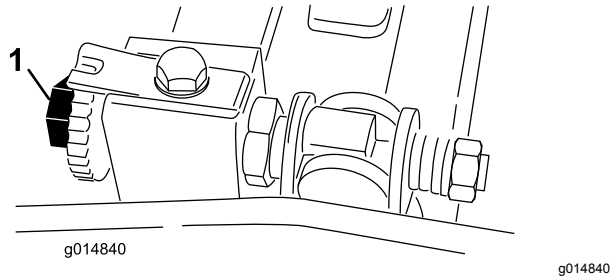

Figur 52
3. Rotera cylindern så att ett knivblad korsar underknivens egg mellan underknivens första och andra skruvhuvud på högra sidan av klippenheten (Figur 52).
6. Vrid den högra underknivsstångens justerskruv tills du känner ett lätt tryck (dvs. motstånd) i mellanlägget genom att skjuta det från sida till sida (Figur 52).